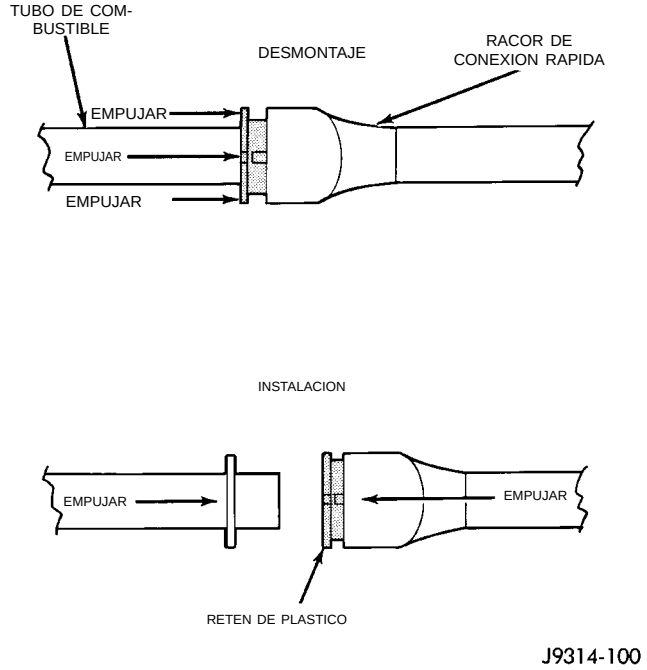

Fig. 15 Racor de conexión de tipo anillo de retención de plástico
Este tipo de conexión puede identificarse por el uso de un anillo de retención de plástico completamente redondo (Fig. 15), por lo general de color negro.
(1) Desconecte el cable negativo de la batería.
(2) Realice el procedimiento de descarga de presión de combustible. Consulte el Procedimiento de descarga de presión de combustible en esta sección.
(3) Limpie cualquier materia extraña que se encuentre en la conexión antes del desensamblaje.
(4) Para aflojar el componente del sistema de combustible del racor de conexión rápida, empuje con fuerza el racor hacia el componente que se reparará mientras se presiona firmemente el anillo de retención de plástico en el racor (Fig. 15). Con el anillo de plástico oprimido, tire el racor del componente. **El anillo de retención de plástico debe presionarse a escuadra en el cuerpo del racor. Si se desalinea este retén durante el desmontaje, podría dificultarse la desconexión del racor. Utilice una llave de puntas abiertas en el reborde del anillo de retención de plástico para ayudar a la desconexión.**
(5) Después de la desconexión, el anillo de retención de plástico permanece en el cuerpo del conector del racor de conexión rápida.
(6) Inspeccione si hay daños en el cuerpo del conector del racor, el anillo de retención de plástico y el componente del sistema de combustible. Reemplace lo necesario.
(7) Antes de conectar el racor de conexión rápida al componente a reparar, verifique la condición del racor y el componente. Limpie las piezas con un paño sin pelusas. Lubríquelos con aceite limpio de motor.
(8) Inserte el racor de conexión rápida en el componente que se repara hasta escuchar el chasquido.
(9) Verifique que haya una condición de fijeza tirando con fuerza del tubo de combustible y el racor (6-12 kg (15-30 lbs.)).
(10) Conecte el cable negativo de la batería en la batería.
(11) Ponga en marcha el motor y verifique si hay fugas.